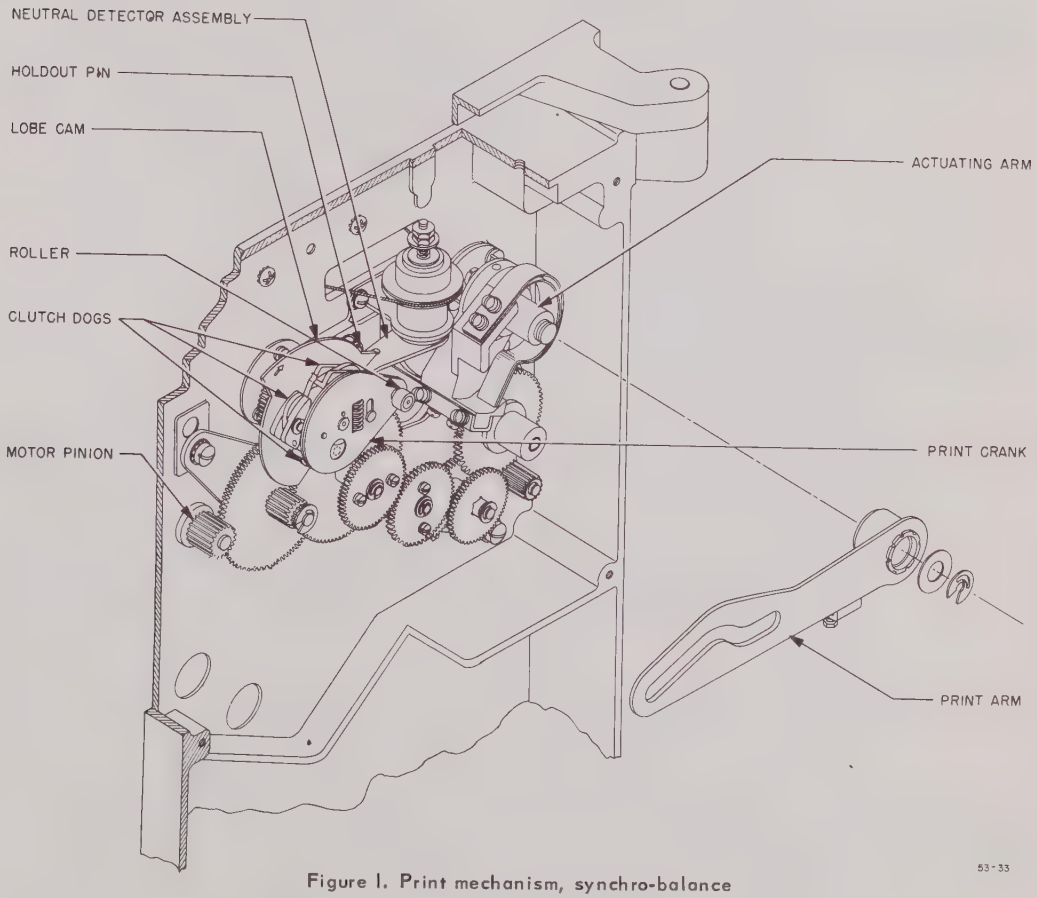

Figure 1. Print mechanism, synchro-balance
a. Check adjustment of printing mechanism (Fig. 1) as follows: